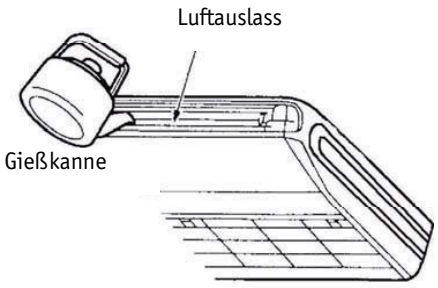

Abb. 5
- Gießen Sie 600 ml Wasser in die Ablaufpfanne des Luftauslasses, um den Ablauf zu testen. (s. Abb. 5).